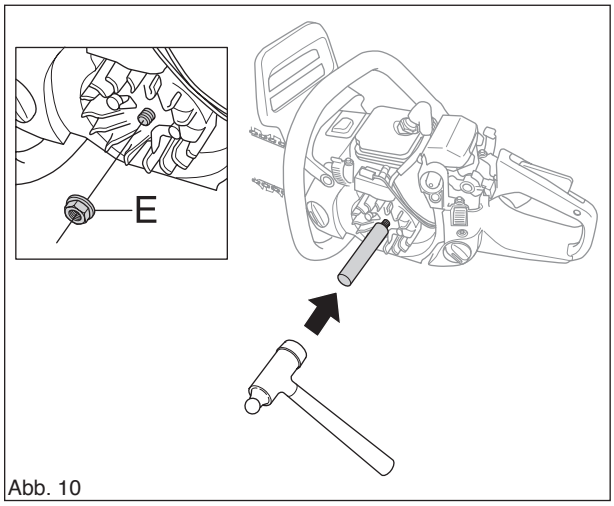

Abb. 10
Schwungradmutter (E) mit einem geeigneten Hülsenschlüssel lösen und entfernen. (Siehe Abb. 10.)
Mit einem geeigneten Metallhammer auf den Schlagstahl klopfen, bis sich das Schwungrad von der Achse löst. Schlagstahl und Schwungrad entfernen. (Siehe Abb. 10.)